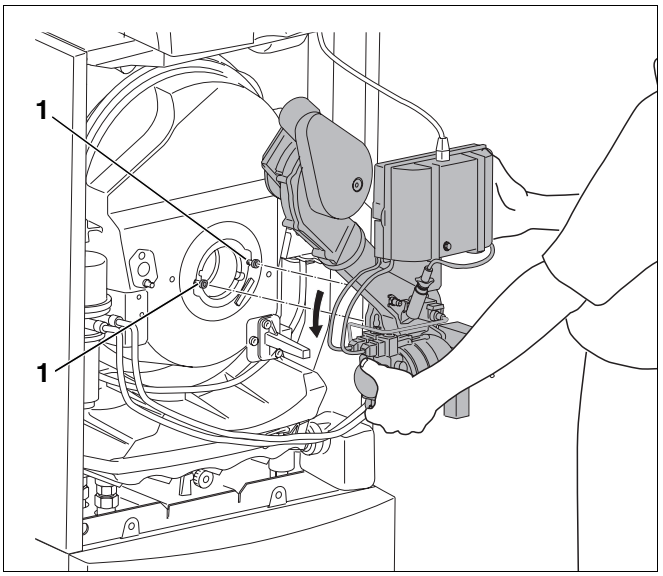

Bild 48 Brenner herausnehmen
- Die beiden Schrauben der Bajonettbefestigung (Bild 48, **Pos. 1**) am Brenner lösen und Brenner herausnehmen.